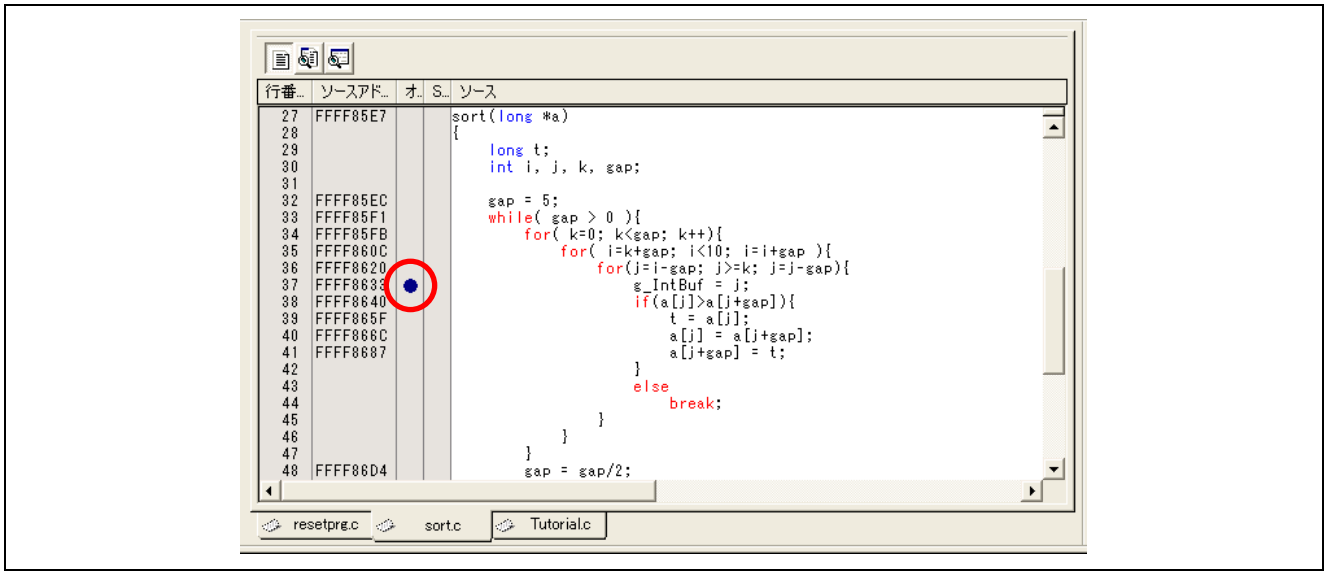

図 4.24　ブレークポイントの設定
(3) 図 4.24を参考に「g_IntBuf = j;」が記述されているsort.c 37 行目にオンチップブレークポイントを設定します。ブレークポイントの設定方法に関しては、「4.10　ブレーク機能」を参照して下さい。